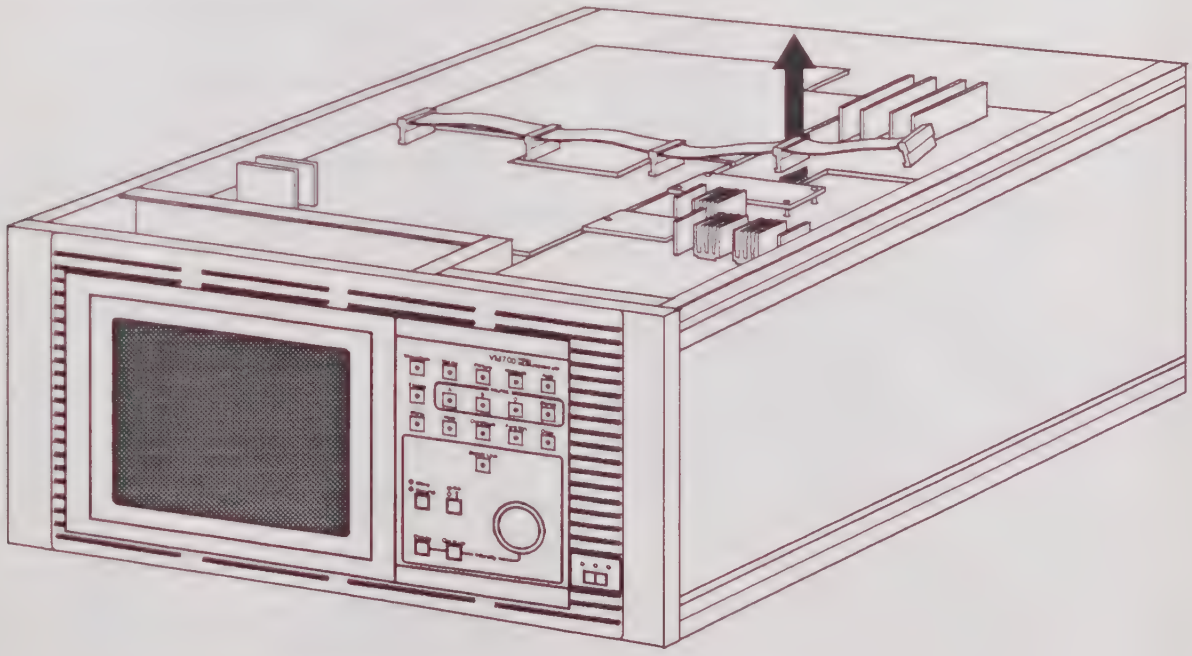

**Figure 3-6. Disconnecting the power bus cable.**
2. Disconnect the power bus cable at its five connectors, remove and set it aside (see Figure 3-6).